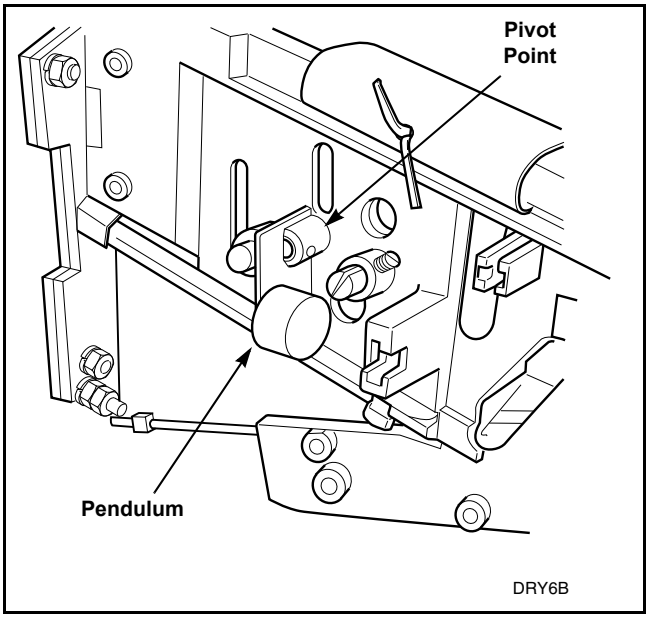

Figure 15
i. Check coin return pendulum to verify it swings freely. If pendulum does not swing freely, spray pendulum pivot point with Teflon based lubricant and move pendulum back and forth two to three times. An additional application of Teflon based lubricant may be necessary to ensure that pendulum swings freely. Refer to *Figure 15*.